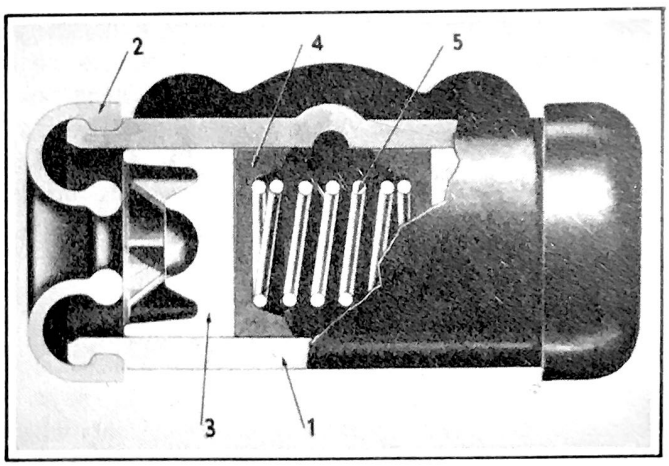

Figure 296 - Wheel Cylinder
Remove end guards (2) Fig. 296.
Assemble as shown in Fig. 296.